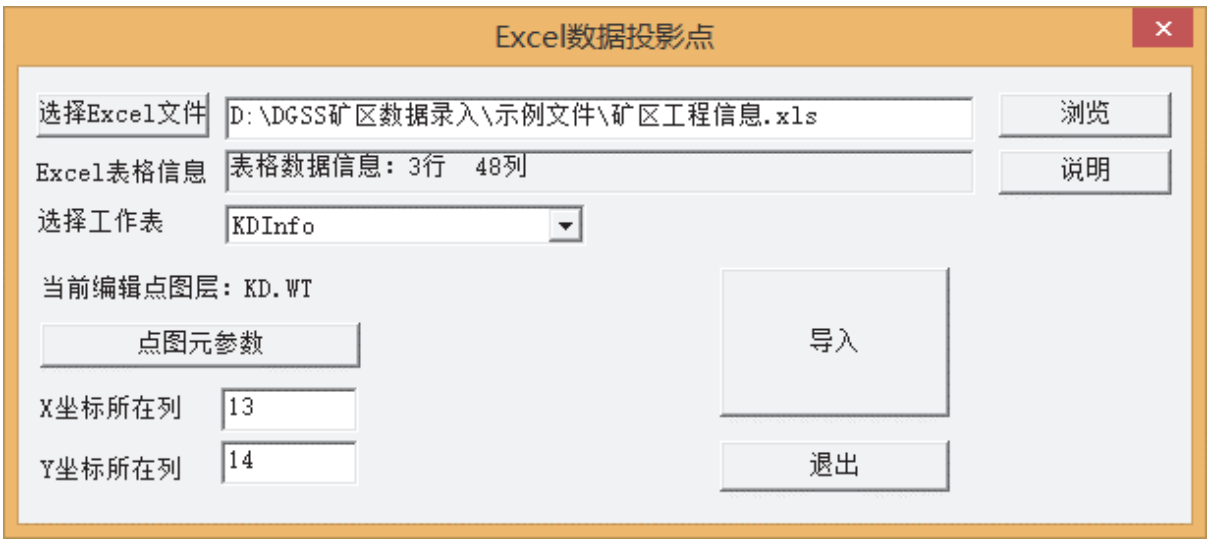
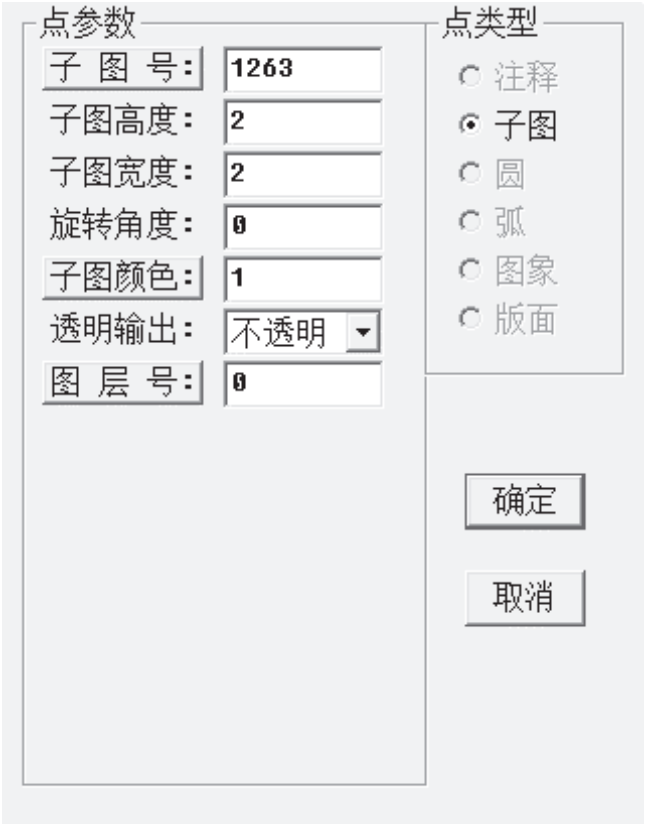

图 4-23
图 4-24
3. 在弹出的“Excel 数据投影点”对话框(见图 4-23)中，点击“浏览”，选择“矿区工程信息.xls”文件，工作表选择“KDInfo”，点图元参数按图 4-24 中的参数设置，X 坐标所在列输入 13，Y 坐标所在列输入 14，确认无误后单击“导入”；